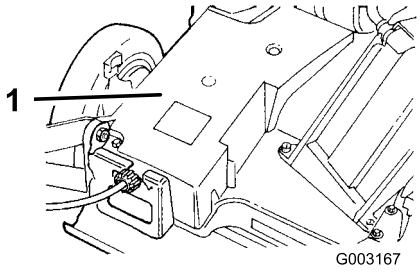

Bild 37
2. Entfernen Sie die Schrauben, mit denen die Riemenabdeckung (Bild 37) am Rasenmähergehäuse befestigt ist.